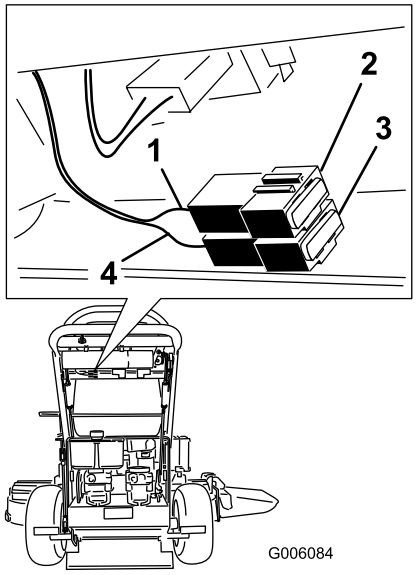

**Figure 40**
2. Tirez le fusible pour le sortir ou le remplacer (Figure 40).
**Remarque:** Veillez à utiliser un fusible du bon calibre avec le fil de la couleur appropriée, comme illustré à la Figure 40